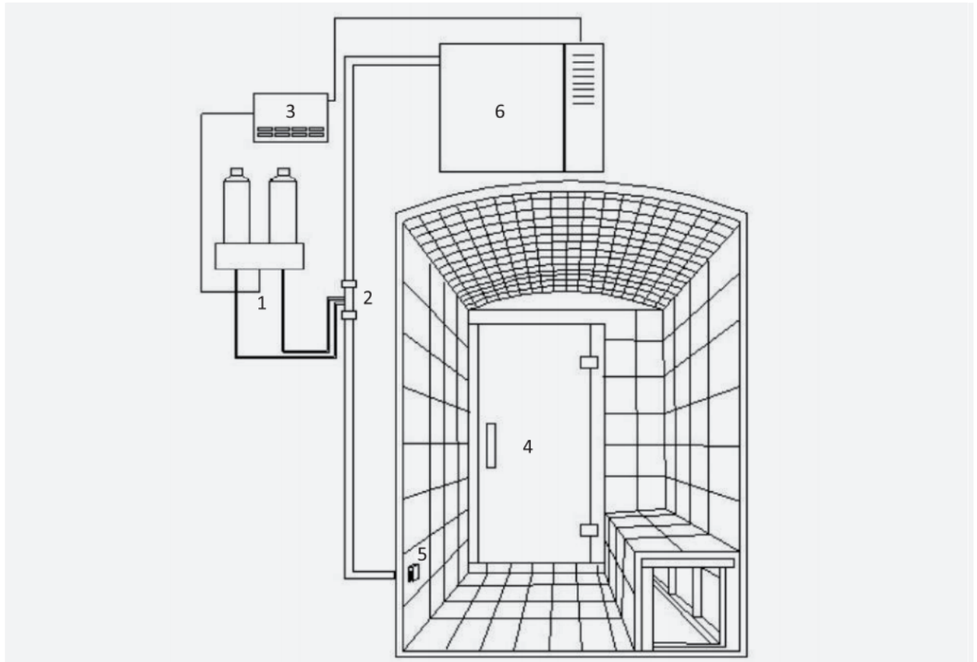

Figure 6 Control the aroma pump system by steam generator
7. The aroma pump system output should be higher than the %"injection pipe, but the height difference should not exceed 1.5m. The injection pipe MUST be lower than the steam outlet of the steam generator(Please refer to Figure 6).
Installation of aroma oil delivery hose: Figure 6
The Figure 6 installation steps and figures are applicable when working with the AURA/ AURA PREMIUM steam generator.